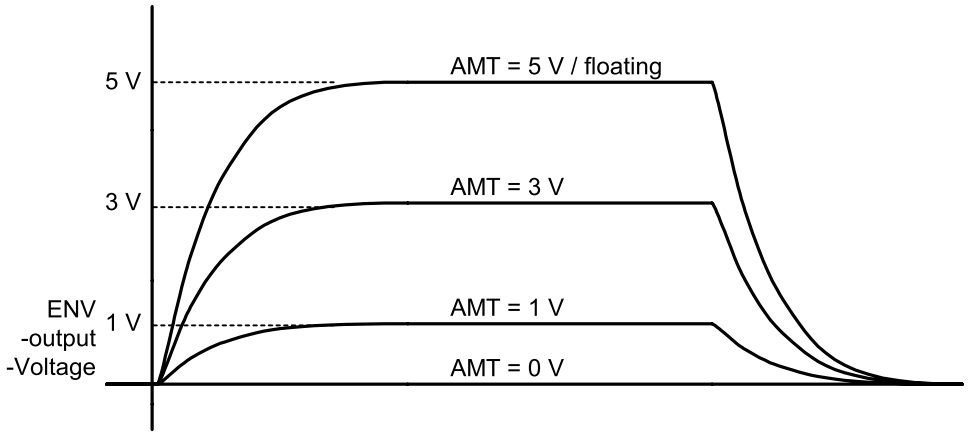
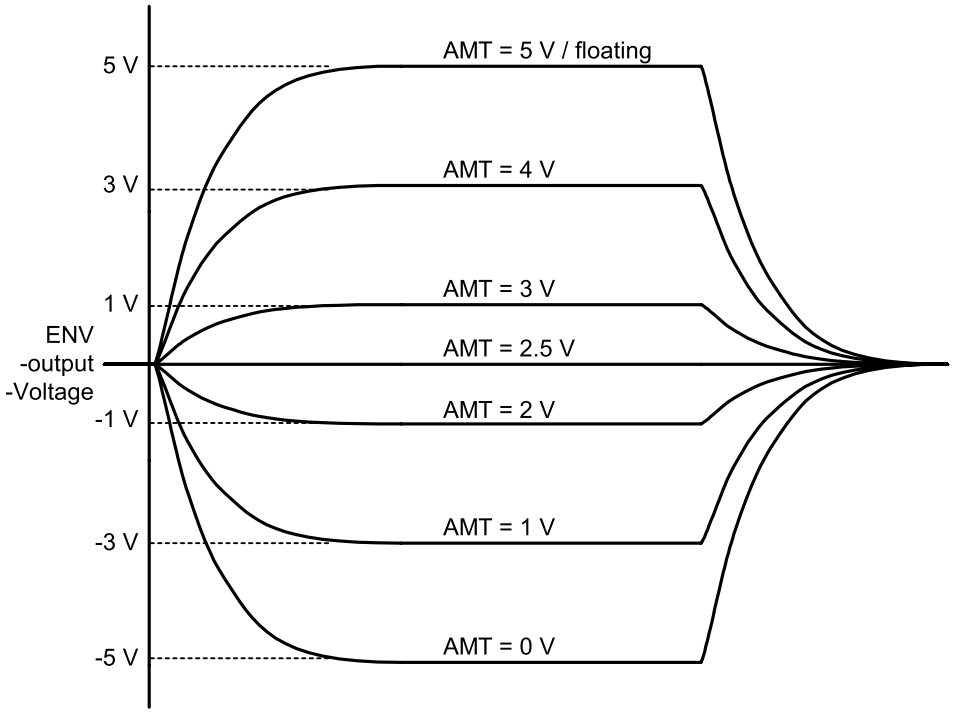
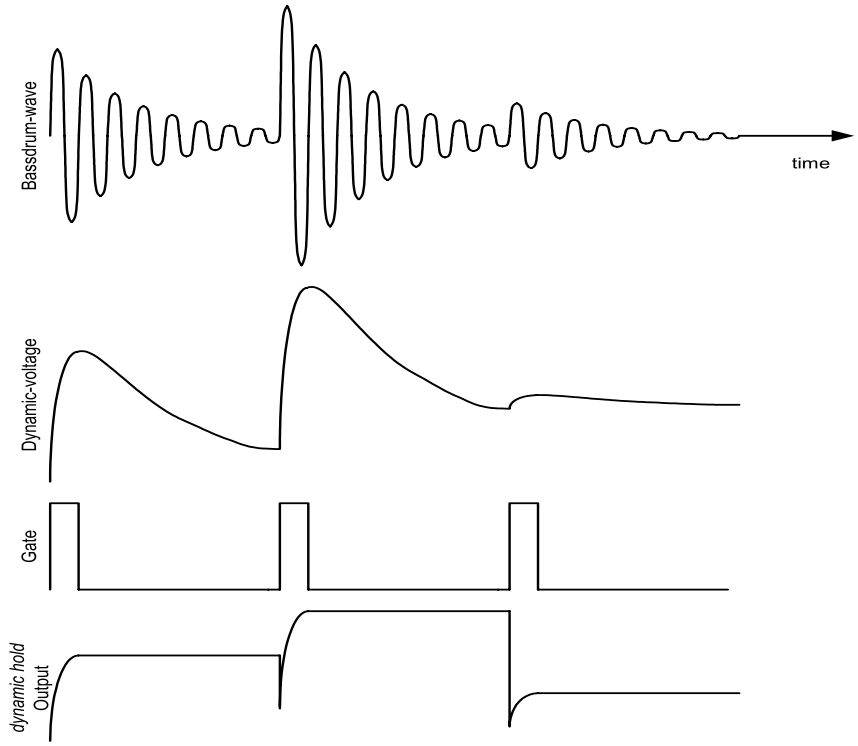

Abb. 9.5.5 Hüllkurvenmodulation durch den „AMT"-Eingang des Multiplizierer
Abb. 9.5.6 Bipolare Hüllkurvenmodulation durch den „AMT"-Eingang des Multiplizierer
Abb. 9.5.7 Die dynamic hold-Funktion
Jeder der beiden Hüllkurvengeneratoren hat einen eigenen Multiplizierer, der im Grunde auch als eingeschränkten VCA verstanden werden kann. Er dient dazu, die Hüllkurve in ihrer Höhe, also in Ihrem Endwert mittels einer Modulationsspannung zu beeinflussen. Abb. 9.5.5 zeigt wie der Endwert der Hüllkurve vom „AMT"-Eingang des Multiplizierers gesteuert wird. Der Multiplizierer hat zwei Ausgänge.
An der Rückwandbuchse **„ENV OUT“ (20)** können beide Hüllkurven bipolar (weil in beide Richtungen polarisierbar), so wie in Abb. 9.5.6, abgenommen werden. Der Endwert der Hüllkurve lässt sich hier also in beide Richtungen, positiv nach oben oder negativ nach unten verschieben. Wie man an der Abb. 9.5.6 erkennen kann, wird also hier bei Null Volt am Multiplikationseingang „AMT“ die Hüllkurve invers, also mit -5 Volt als Endwert, ausgegeben.
Die obere Grafik in Abb. 9.5.7 zeige z.B. die Wellenform einer Bassdrum. Der zugehörige Spannungsverlauf aus dem **dynamic**-Modul aus Kapitel 9.1. zeigt die Grafik darunter. Wird zu jedem Beginn der Bassdrum dem Triggereingang des Hüllkurvengenerators ein Gate-Impuls (3. Grafik von oben) zugeführt, öffnet sich mit jedem „Kick“ das „Tor“ der dynamic hold-Funktion, was dann wie in der unteren Grafik aussehen würde.
Die Wirkungsweise des **dynamic hold Outputs** (s. auch Abb. 9.5.7, unten) auf die Hüllkurve (s. Kapitel 9.5.3) ist dieselbe wie mit dem **„AMT1/2“** Eingang gemäß der Grafiken (Abb. 9.5.5 und Abb. 9.5.6). Als Spannungawerte sind dann diejenigen an der “**DYN OUT”** -Buchse (**7**) **/RING** (s.Kapitel 9.1) zu nehmen.
Die Skalierungen lassen sich auch den Abbildungen Abb. 9.5.5 und Abb. 9.5.6 entnehmen. **Es haben nur positive Spannungen am AMT-Eingang Wirkung!**